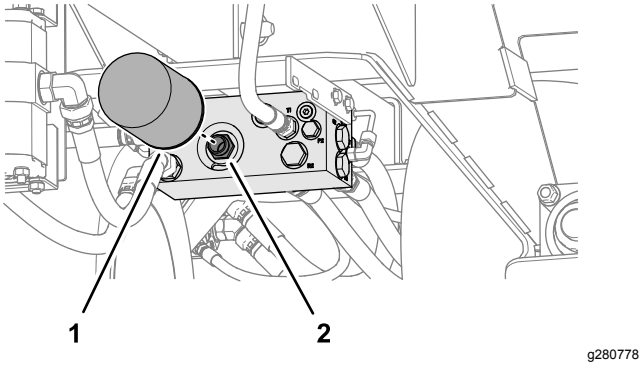

Figur 36
2. Rengør området omkring filteret og hydraulikmanifolden, placer en dræningsbakke under filteret, og fjern filteret (Figur 36).
4. Rengør området omkring hydraulikmanifoldens filtermontering (Figur 36).